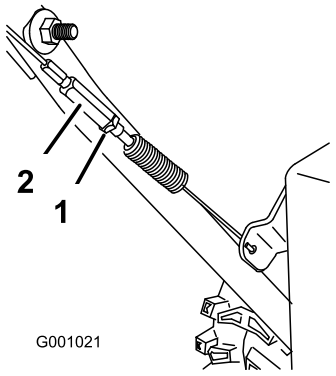

**Figure 46**
3. Tighten the jam nut (Figure 46).